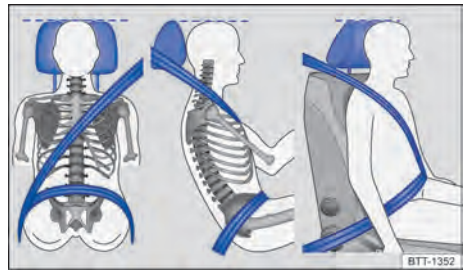

Fig. 29 Posición correcta de la banda del cinturón y ajuste correcto del apoyacabezas. ▶
– Dejar el cinturón de seguridad siempre plano y sin la banda torcida sobre el cuerpo. De ser necesario, estirar un poco la banda del cinturón de seguridad→ fig. 29.